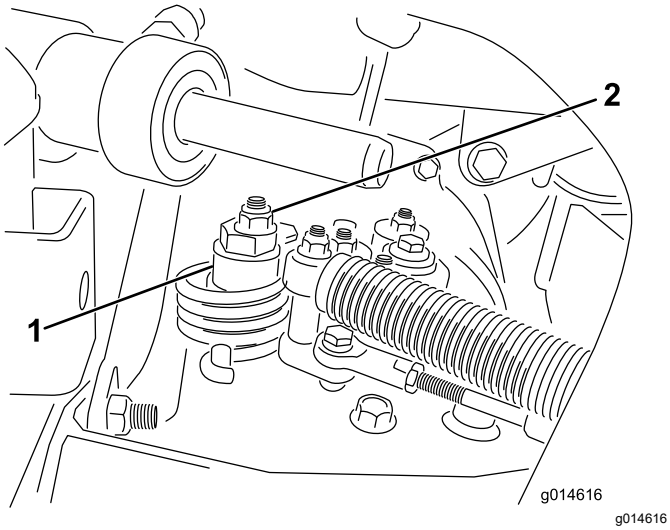

Figura 43
A. Afloje la tuerca que sujeta el excéntrico a la parte superior del hidrostato (Figura 43).
C. Gire el excéntrico hasta que no haya movimiento en ningún sentido. Cuando la rueda deje de girar, apriete la tuerca para bloquear el excéntrico y el ajuste (Figura 43). Compruebe el ajuste con el acelerador en las posiciones LENTO y RÁPIDO.